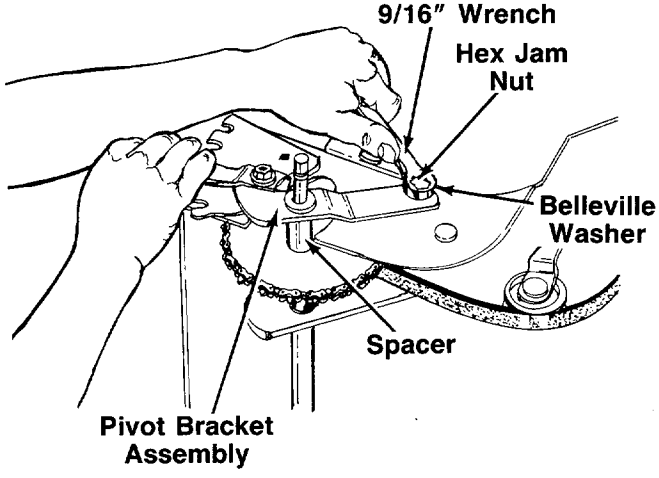

FIGURE 19.
7. Remove the pivot bracket assembly. A 9/16″ wrench is required. Remove the hex jam nut and belleville washer as shown in figure 19.
8. Lift off the pivot bracket assembly and spacer. See figure 19.